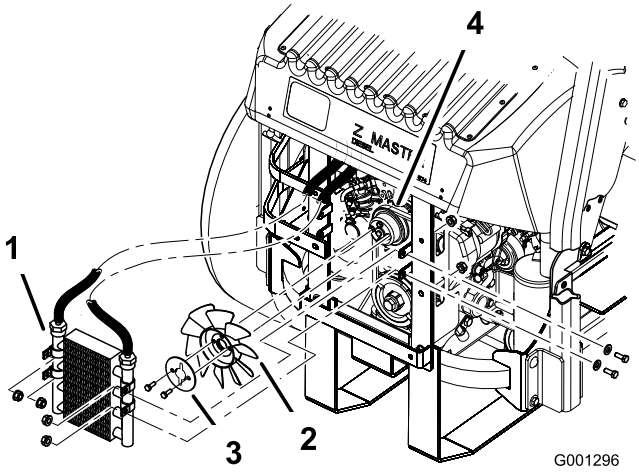

Figur 71
5. Fjern de fire bolte, der fastholder oliekøleren, og placer oliekøleren på siden (Figur 71).
6. Fjern de to bolte, der fastholder ventilatoren og ventilatorpladen på maskinen (Figur 71).
10. Monter ventilatoren og ventilatorpladen på maskinen med de to bolte, der tidligere blev afmonteret (Figur 71).
11. Monter oliekøleren med de 4 bolte, som du tidligere afmonterede (Figur 71).